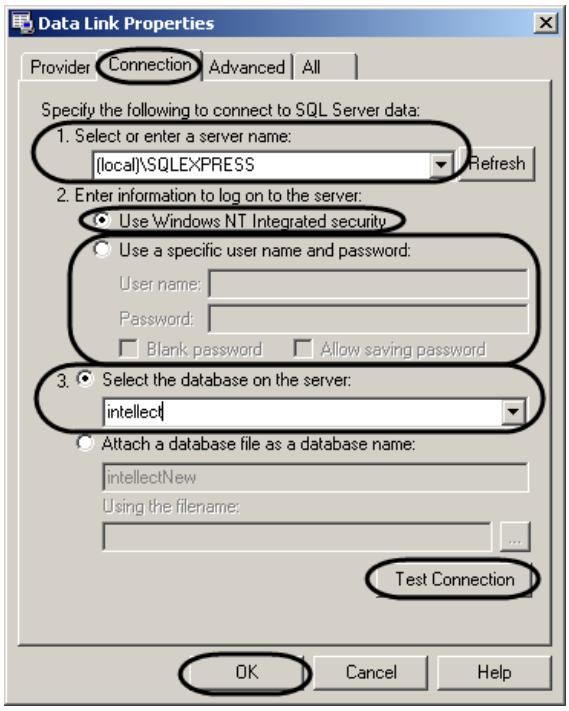

Figure 8.3-3. The "Data link properties" dialog box. The "Connection" tab
10. As soon as Next is clicked, the dialog box automatically takes you to Connection tab (Figure 8.3-3).